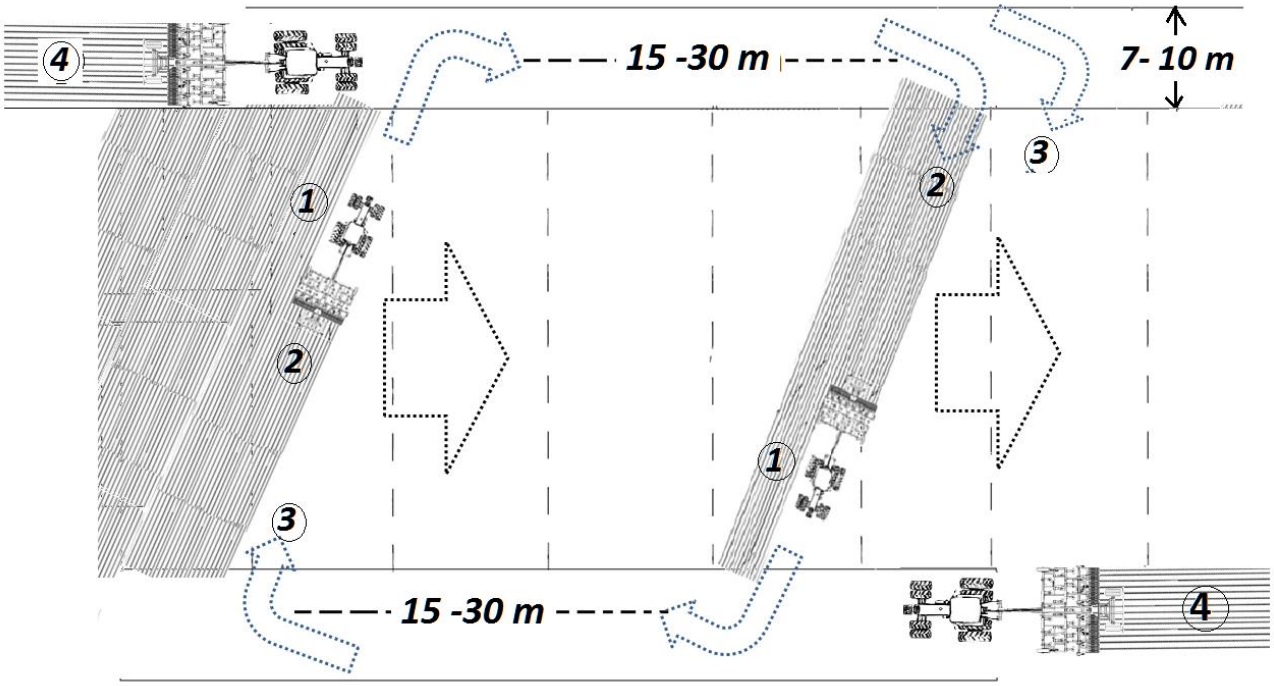

FIGURE 18
1. Définir au départ son sens et son angle de travail dans le champ (1).
3. Effectuer le travail en divisant les passages selon des intervalles de 15 à 30 m. Ces distances sont importantes car elles permettent de diminuer le temps pendant lequel le tracteur tourne. La distance est ajustée en fonction de vos propres besoins de travail dans le champ. (2)
4. Toujours bien conserver la même profondeur de travail sur la totalité du champ, y compris lors de la reprise, lors d'un arrêt ou d'un retour au champ (3) (figure transversale du labour).
5. Si le chaume est encore sur pied, il est recommandé de faire un premier passage en travers. Pour ceci, il faut créer un angle transversal de 30 à 40 degrés (travail croisé) par rapport au sens des lignes de récolte, cela, bien sûr, à moins que la surface du champ ne soit pas plane. Ce passage en travers permet une meilleure attaque des dents sur le chaume, les résidus de cultures et les mauvaises herbes, rendant ainsi le résultat de travail beaucoup plus efficace (Figure 18).